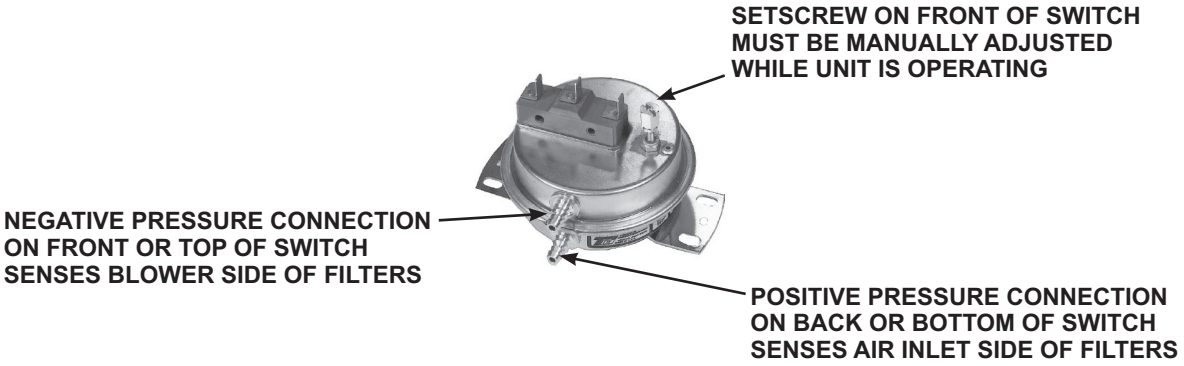

Figure 40. Dirty Filter Switch
1. With clean filters in place, blower doors closed, and blower operating, decrease pressure setting by adjusting setscrew on switch (see **Figure 40**) clockwise until indicator light is energized or setscrew is bottomed out.